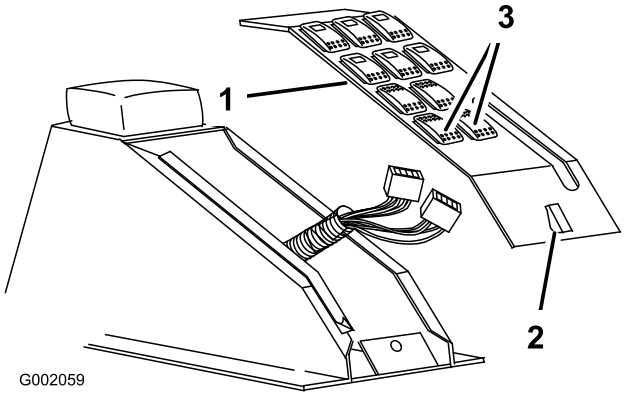

Figura 26
2. Abra el pestillo y retire el panel de control de la consola central (Figura 26).